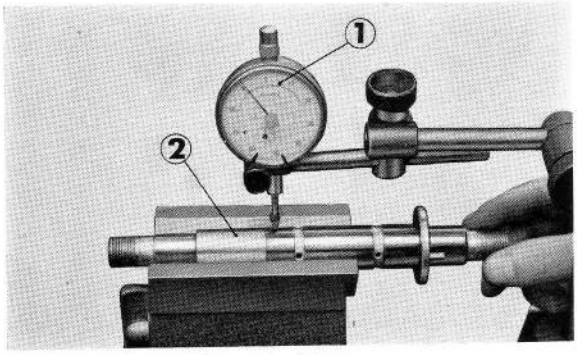

**Figure 4-21 : ① comparateur**
5. Vérifier le diamètre de l'axe de roue arrière, sa torsion son usure (figure 4-21).